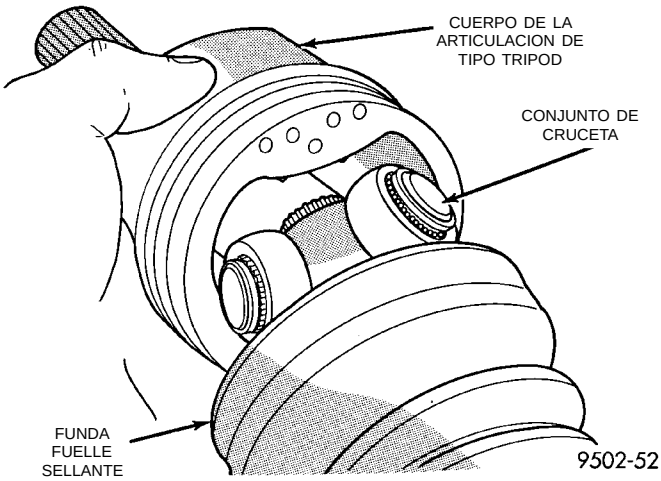

Fig. 34 Instalación del cuerpo de articulación tipo Tripod en el conjunto de cruceta
(4) Distribuya en el cuerpo de articulación tipo Tripod la mitad de la cantidad de grasa que contiene el paquete de servicio de la funda fuelle sellante (NO UTILICE NINGUN OTRO TIPO DE GRASA). Coloque la cantidad restante en la funda fuelle sellante.
(5) Alinee el cuerpo de articulación tipo Tripod con el conjunto de cruceta y luego deslice el cuerpo de articulación de tipo Tripod sobre el conjunto de cruceta y el eje de interconexión (Fig. 34).